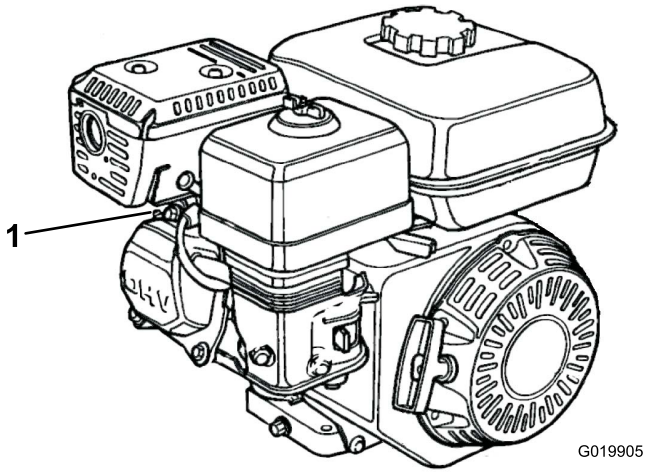

Figur 17
1. Lossa tändkabeln från tändstiftet (Figur 17).